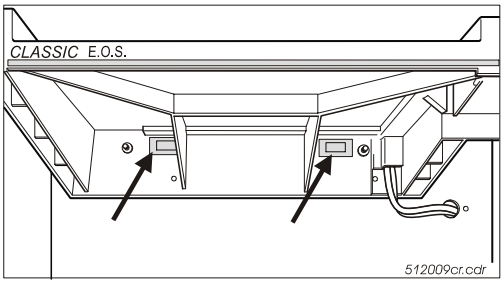

Figure 4: Light tight strips beneath the film feed
1. Paste over the two crevices beneath the film feed with the enclosed light tight strips/black stickers (see figure 4).